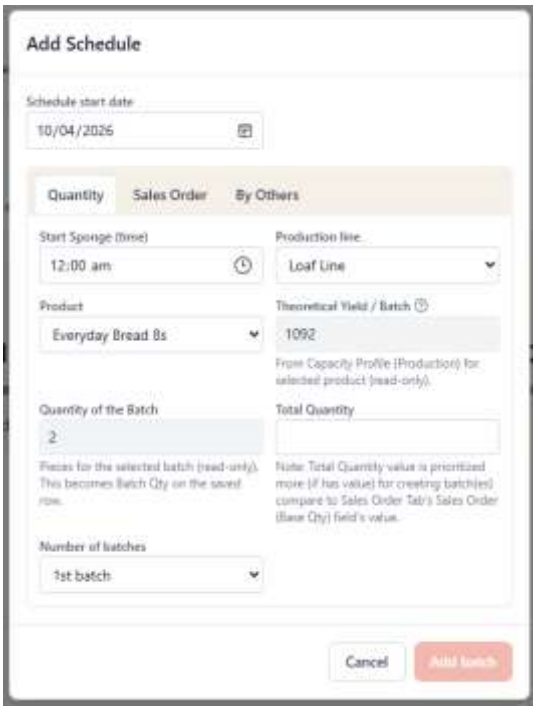

Figure 79: Add Schedule, Quantity Tab
Step 12: Go to Scheduling Page & click "Add Schedule" button and a dialog will appear as seen in Figure 79. You will see three (3) tabs namely Quantity, Sales Order and By Others. In the Quantity Tab, select a Product to do a schedule batch(es) w/. If want to generate the schedule already, just fill out the Total Quantity and click "Add Batch". This will generate you an SKU having schedule batch(es) but w/o details e.g. Sales Order, SO-CO, Samples, Exchange for Loss, etc. as seen in Figure 80. If you wanted to generate a schedule of SKU having details, you have to go to Sales Order Tab and there you fill out everything you needed and if the Total Quantity in the Quantity Tab is "=0", the app